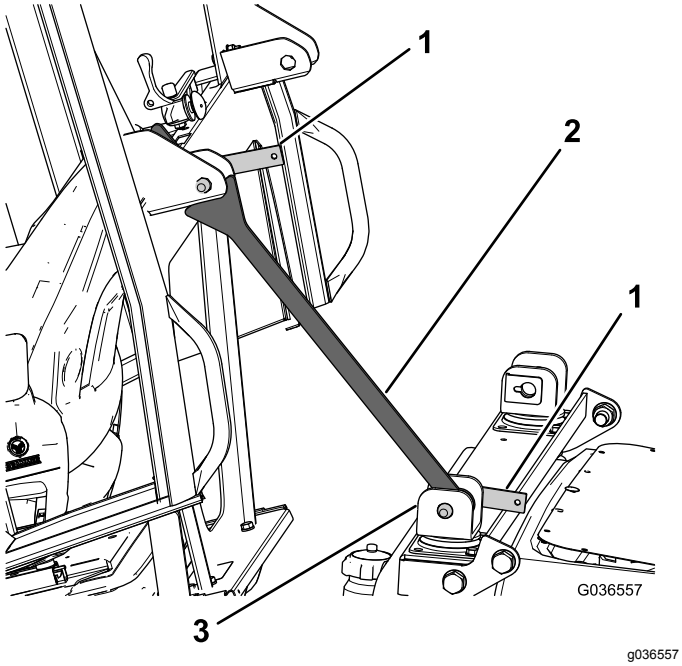

Figur 22
C. När säkerhetsstödet är fastlåst vrider du tvärbalksfästet mot hytten så att det vilar mot fästet på hyttens baksida (Figur 22).
D. För in den andra låsspaken genom det översta fästet så att säkerhetsstödet låses fast (Figur 22).